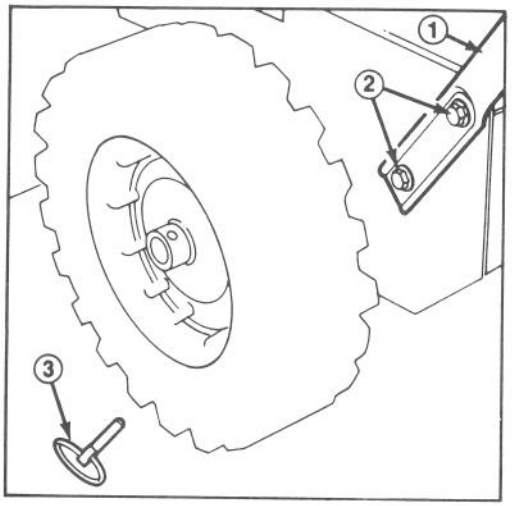

Abbildung 1
2. Den linken Griffholm gegen die Seite der Schneefräse halten, die Montierlöcher des Griffs mit den Löchern auf der Seitenplatte zur Deckung bringen und von Hand mittels zweier Kopfschrauben und Sicherungsscheiben befestigen (Abb. 1). Für die rechte Seite in gleicher Weise vorgehen. Dabei beachten, daß die Griffe auf gleicher Höhe (parallel) sind, bevor sie beidseitig an der Fräse festgezogen werden.